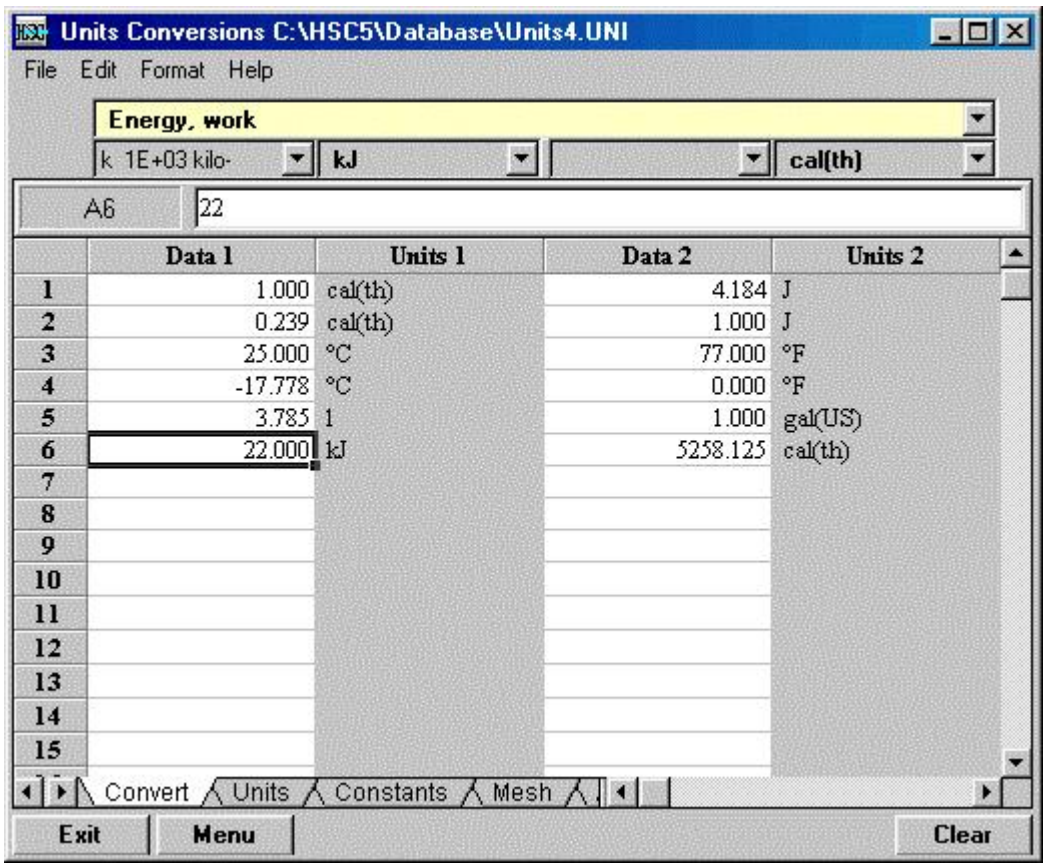

Fig. 1. Units Conversion module.
The user interface of the Units module is shown in Fig. 1. All the data is given in the workbook, which consists of six sheets. The first Convert sheet works as a simple units conversion calculator, which is used in the following manner:
4. Type the values into column 1 or 3. This will automatically show the converted value using the selected units. You can change the quantities, units and prefixes whenever you want, as seen in Fig. 1.
4. Select **HSC 5.0 Functions** and press **OK** , see Figure 1. It may be necessary to restart Excel in order for the add-in functions to work.
Figure 1 *ddin re o in . unctions under ce .*
Alternatively, it is also possible to first remove **HSC 5.0 Functions** under **Tools, AddIns** , see Figure 1, and then by adding them again, to force an update of the worksheet links. If the cells conatining the functions return a **VALUE** error message, please save the file and restart Excel in order to make the functions work. Try opening the test example AddInSample.xls , where all available functions are demonstrated. To turn the add-in feature off, simply deselect it using the **Tools, Add-Ins...** dialog from the main menu.